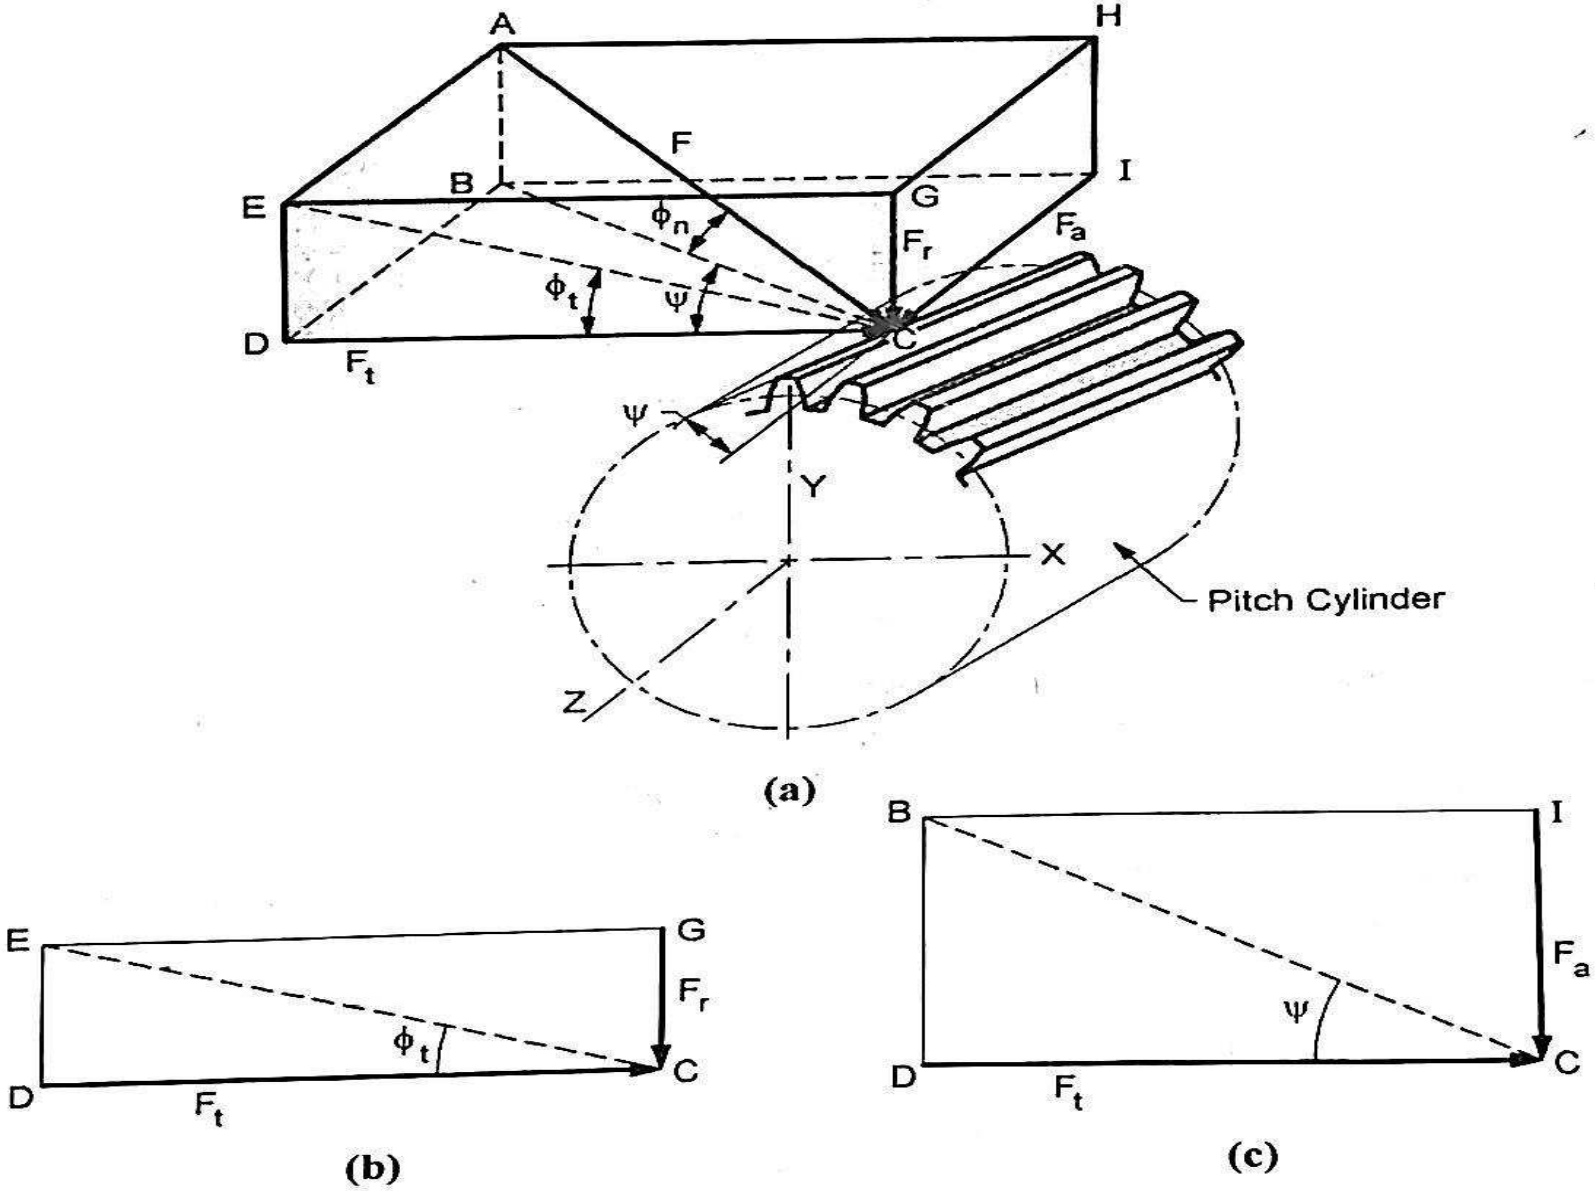

Fig. 2.6 : Forces Acting on Helical Gear Tooth
- From Figs. 2.6(a) and 2.6(c),